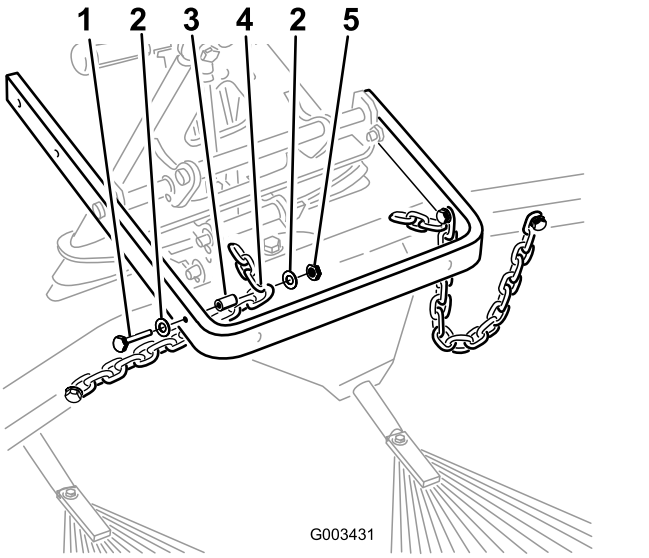

Bild 10
8. Befestigen Sie das 3. Kettenglied jeder Kette mit einer Schraube (⅜" x 2½"), zwei Scheiben (⅜" x ⅞"), einem Distanzstück, und einer Mutter (⅜") an der Außenseite des Hubarms (Bild 10).